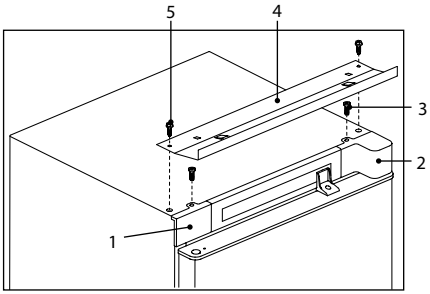

Figura 4
– montați plăcile 1 și 2 (sau 15 și 16 vezi figura 2) conform figura 4 și fixați fiecare cu șurubul 3;